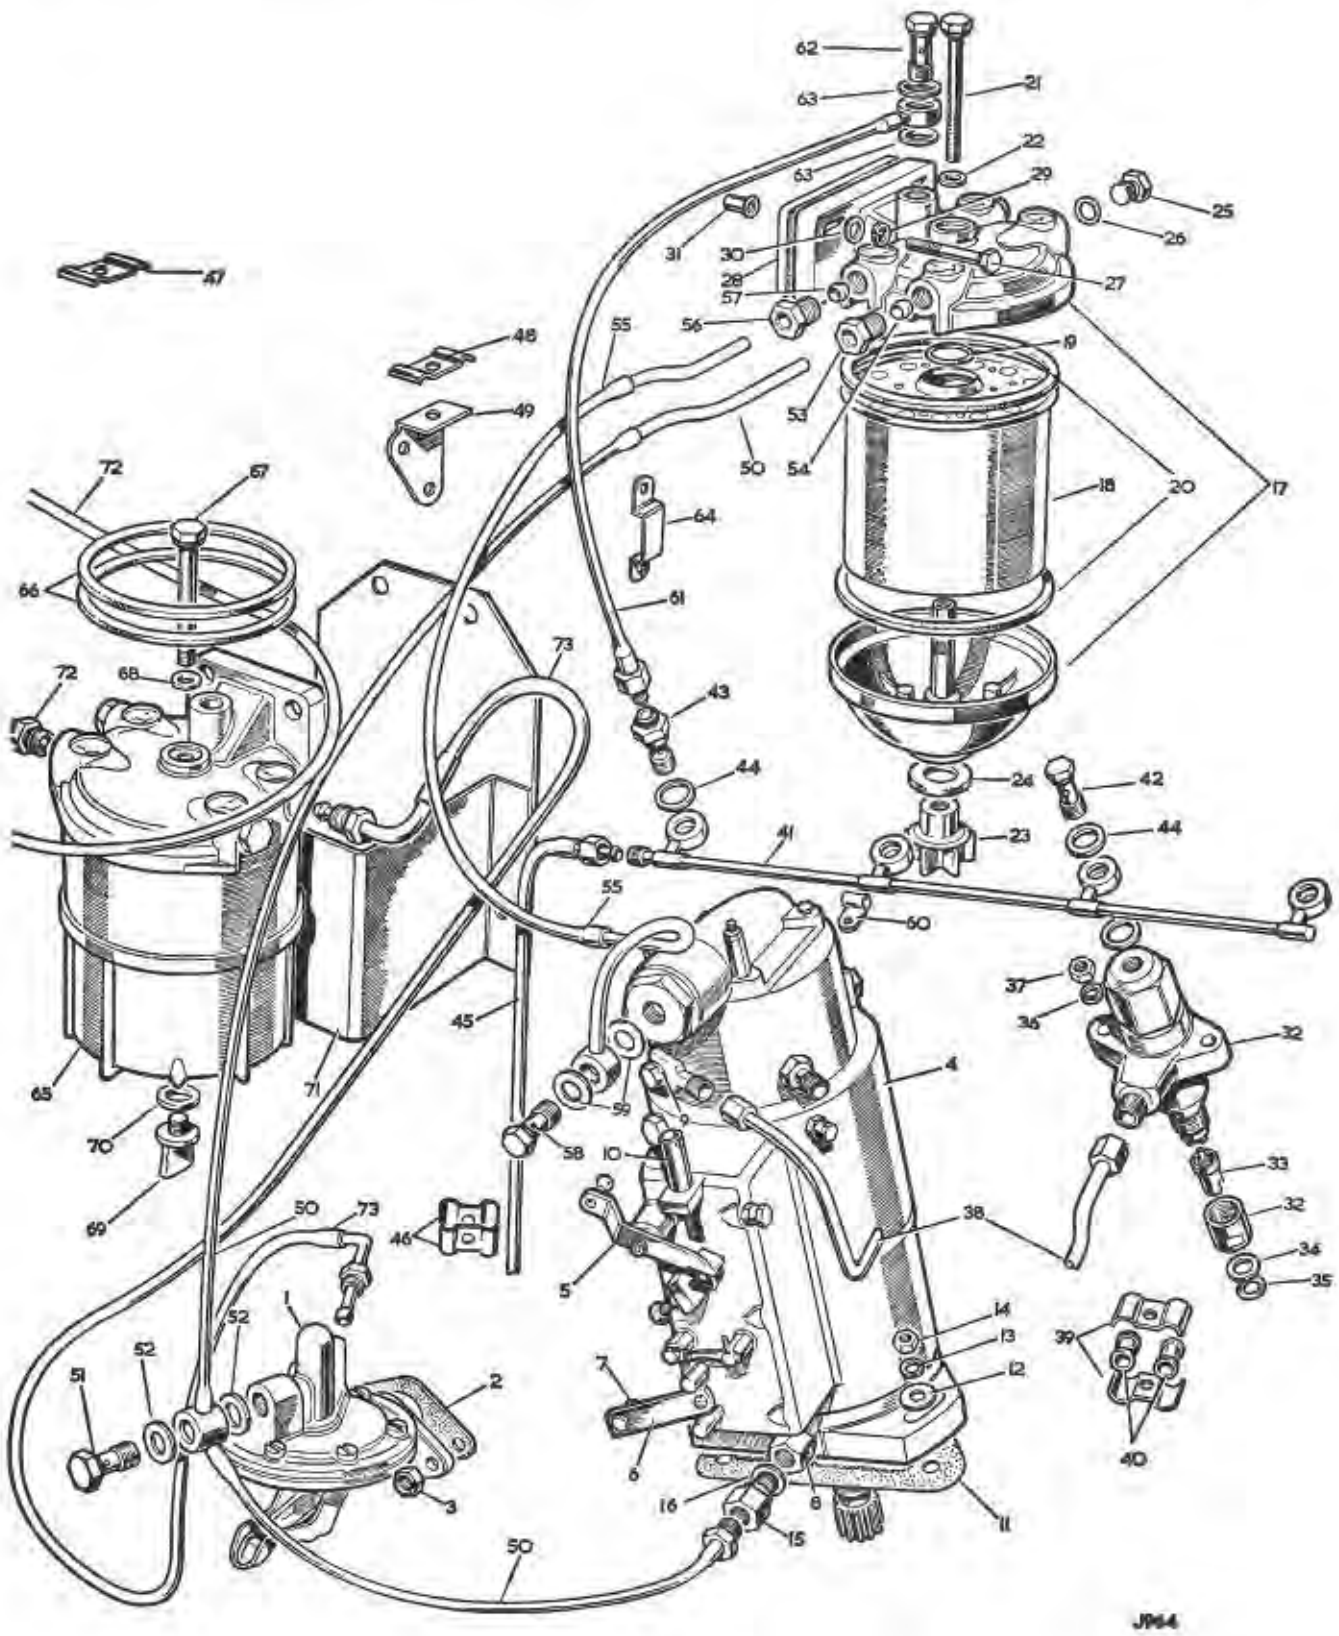

Fig. L1-69. General layout of Diesel fuel system, latest models
**Key to Fig. L1-69. General layout of Diesel fuel system, latest models**